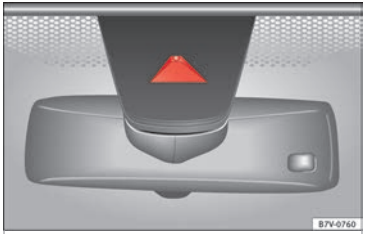

Fig. 220 In the windscreen: field of vision of the lane assist system camera.
- **Before starting travel, verify that the camera's field of vision is not covered ›› Fig. 220.**